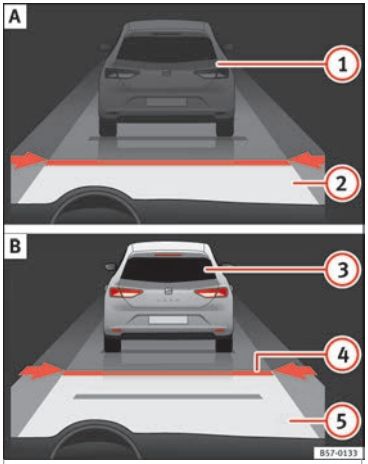
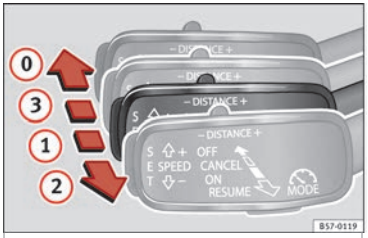
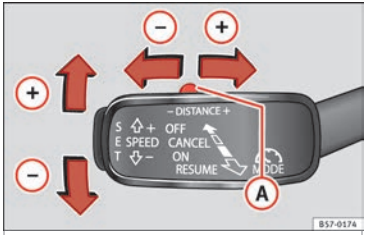

Fig. 195 On the instrument panel display: (A) ACC inactive (Standby). (B) ACC active.
Fig. 197 On the left of the steering column: third lever for operating the Adaptive Cruise Control.
Fig. 198 On the left of the steering column: third lever for operating the Adaptive Cruise Control.
Indications on the display ››› **Fig. 195**:
When the Adaptive Cruise Control (ACC) is connected, the green control lamp will light up on the instrument panel, and the programmed speed and ACC status will be displayed ››› Fig. 195.
Once you are driving, if you wish to set the current speed as the vehicle's cruise speed and activate the ACC, press the **SET** button ››› Fig. 198. If you wish to increase or reduce speed by intervals of 1 km/h (0.6 mph), move the lever to position (2) ››› Fig. 197 or press the **SET** button, respectively.
Any modification to the programmed speed will be shown on the bottom left part of the instrument panel display ››› Fig. 195.
To increase/reduce the distance level, press the rocker switch towards the left/right ››› Fig. 198 (A).
- To activate the ACC, with the third lever in position (1) press the **SET** button or move the third lever of the ACC to position (2) ››› Fig. 197. At this point, the image of the ACC on the instrument panel display will switch to *Active* mode ››› Fig. 195.
To disconnect the ACC move the lever to the (0) position ››› Fig. 197 (engaged). An **ACC deactivated** message appears and the function is totally deactivated.
If you do not wish to disconnect the ACC, just to switch it temporarily to inactive mode (Standby), move the third lever to position (3) ››› Fig. 197 or press the brake pedal.